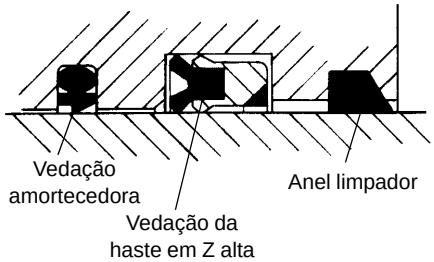

FIGURA 2-56
1. Instale os anéis de desgaste, a vedação amortecedora, a vedação da haste e o anel limpador de reposição na parte interna da cabeça (Figura 2-56). Verifique se o entalhe da vedação amortecedora está distante dos anéis de desgaste. Verifique se a ranhura do aro da vedação da haste em Z alta está mais próxima dos anéis de desgaste.